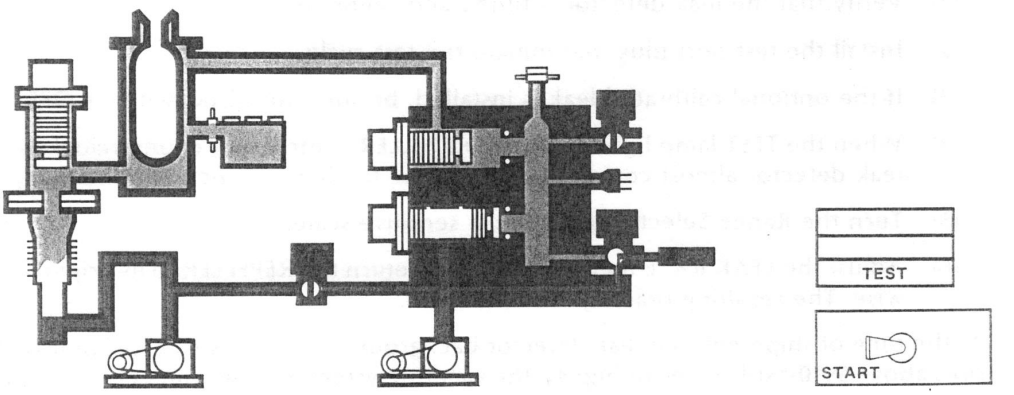

Figure 4-4. Valve Operation : Typical Test Cycle
(8) Set the FILAMENT ON/OFF switch in the AUTO RESET position to turn on the filament. When the filament turns on, the green indicator on the Leak Indicator Panel will light and the FIL OFF lamp will turn off. (This may raise the pressure temporarily, shutting off the filament one or more times.)
(9) Set the Transfer PRESSURE control to approximately 9 o'clock (about 20 millitorr).
(10) Set the START/VENT switch in the START position. Figure 4-4 shows schematically the operation of roughing and test valves when the START/VENT switch is set in the START position. The roughing pump now evacuates the test port. When the pressure in the test port reaches 20 millitorr, the roughing valve closes, the test valve opens to expose the test port to the spectrometer tube, and the TEST lamp lights to show that the leak detector is ready for testing.
(11) Check the sensitivity of the leak detector as described in paragraph 4-4 before proceeding to the test procedures of paragraph 4-5.
4-5.2 NORMAL TEST CYCLE (Figure 4-4)